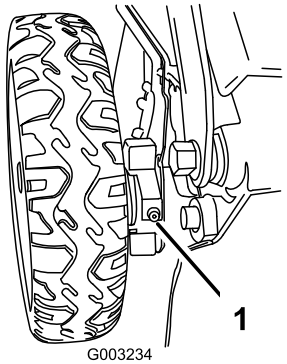

Figure 45
1. Wipe the grease fittings just inside the rear wheels with a clean rag (Figure 45).